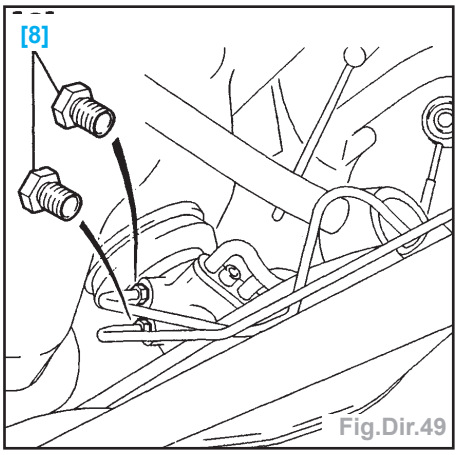

Fig.Dir.49
- Débrancher de la valve, les deux tuyaux d'alimentation du vérin (Fig.Dir.49).